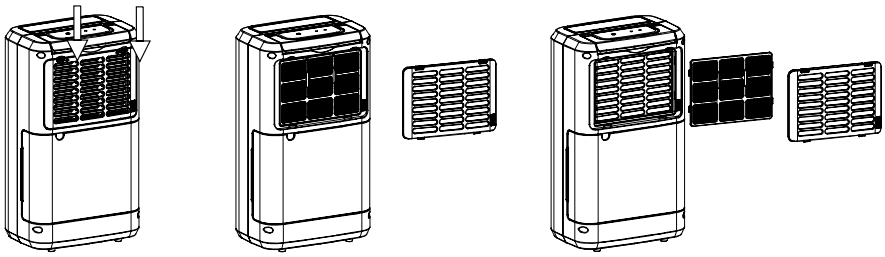

Рис. 8
3. Извлеките воздушный фильтр (рис.8)